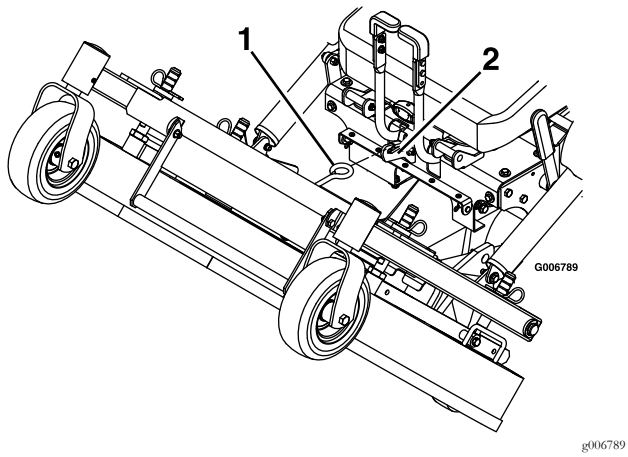

Figure 8
3. Using deck lift handle, lift deck up and latch in "up" position (latch is located at front center of seat) (see Figure 8).
1. While firmly holding onto deck lift handle, unhook deck latch from tractor section and slowly lower deck to ground (see Figure 8).